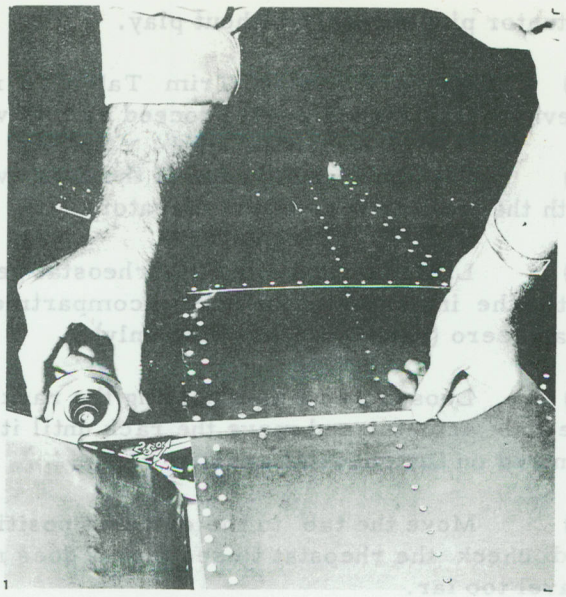

Figure 2-43 Rudder Travel Check
(1) Check rudders for proper travel. Travel should be 25 plus or minus 2 degrees right and left (Figure 2-43).